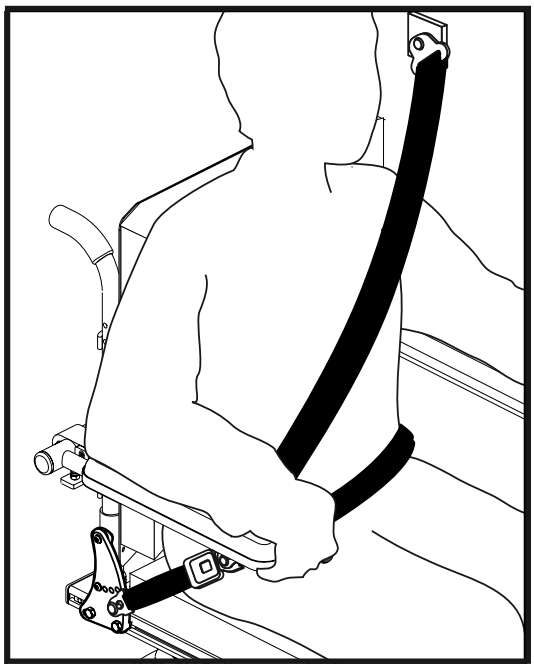

Figure 14. Position de la ceinture du torse supérieur
- Placez la ceinture du torse supérieur en diagonale au centre du torse et sur le milieu de l'épaule pour la joindre à la ceinture pelvienne près de la hanche de l'occupant. **Voir la figure 14.**